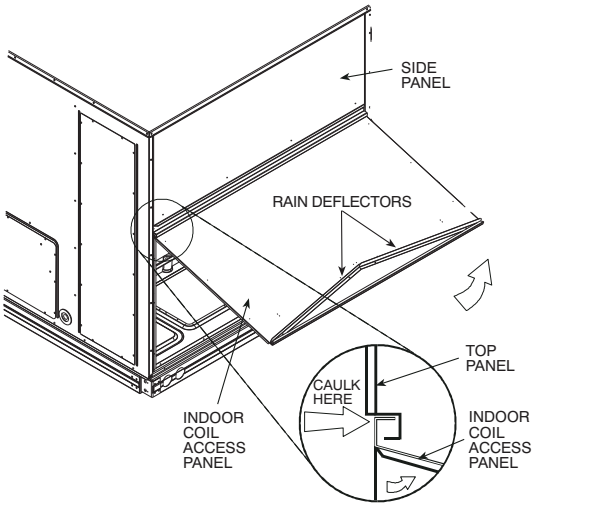

Fig. 11 - Indoor Coil Access Panel Relocation
1. The indoor coil access panel will be used as the top of the hood. If the panel is still attached to the unit, remove the screws along the sides and bottom of the panel. See Fig. 11.
7. Install the two rain deflectors on the edge of the hood top as shown in Fig. 11.
8. Caulk the ends of the joint between the unit top panel and the hood top as shown in Fig. 11.